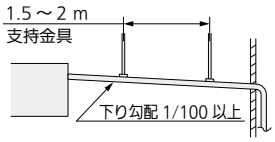

図 18
- 下り勾配は（排水側を下に）1/100 以上とってください。（図 18）